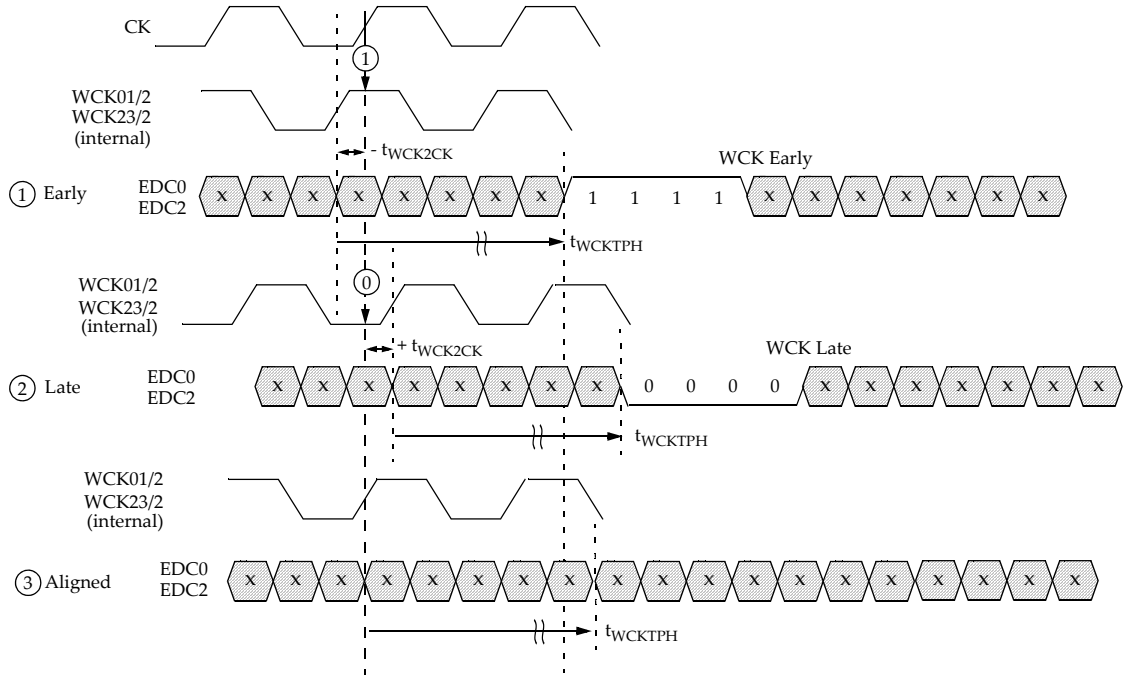

Figure 13: EDC pin Behavior for WCK2CK Training (assumes '1111' as EDC Hold Pattern)
Figure 13 illustrates how the WCK phase information is derived. The phase detectors (PD) sample the internally divided-by-2 WCK clocks. Only one sample point is shown in the figure for clarity. In reality, when WCK2CK training mode is enabled, a sample will occur every t_{CK} and will be translated to the EDC pins accordingly. If the divided-by-2 WCK clock arrives early, then the EDC pin outputs the EDC hold pattern during the time interval specified in Figure 13. If the divided-by-2 WCK clock arrives late, then the EDC pin outputs the inverted EDC hold pattern during the time interval specified in Figure 13. This is shown in Table 11. Finally, if the divided-by-2 WCK and CK clocks are perfectly aligned at the PD, the EDC pins are indeterminate.